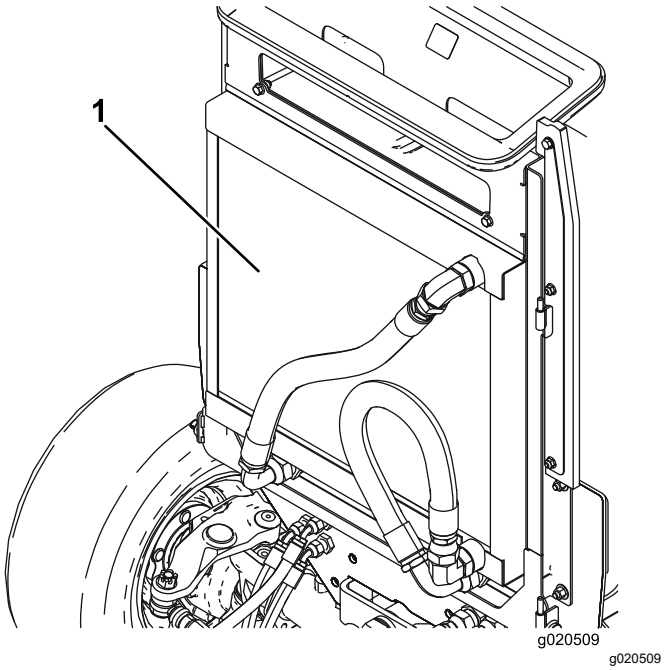

Figuur 114
4. Reinig beide zijden van de oliekoeler en de omgeving van de radiateur (Figuur 114) grondig met perslucht. Begin aan de voorkant en blaas het vuil eruit naar de achterkant. Reinig vervolgens vanaf de achterkant en blaas het vuil naar de voorkant. Herhaal deze procedure verschillende keren totdat het maaisel en het vuil geheel zijn verwijderd.